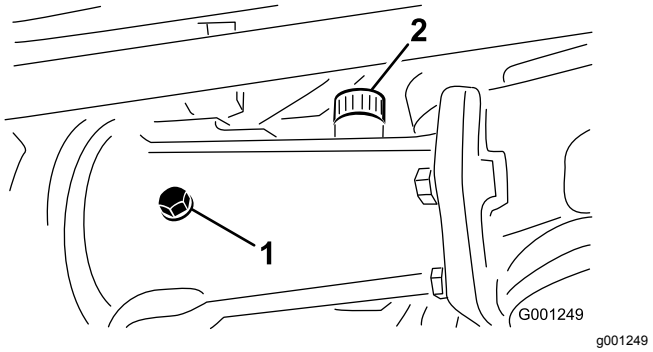
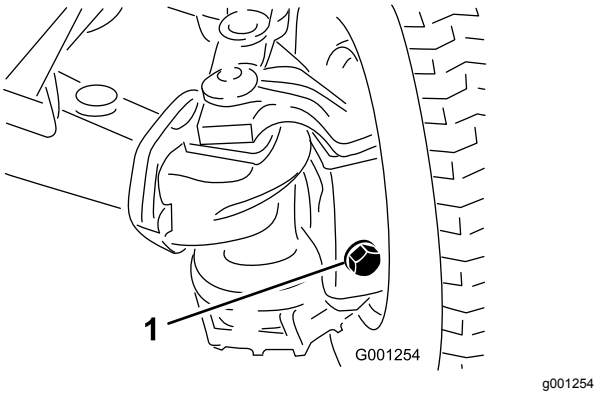

Figur 60
Figur 61
2. Ta bort kontrollpluggen från centrumaxelns hus, axeln och påfyllnings-/kontrollpluggarna vid varje yttre axelhus (Figur 60 och Figur 61).
3. Kontrollera att oljan når upp till gängorna på botten av varje plugghål (Figur 60 och Figur 61).
A. Ta bort påfyllningspluggen (Figur 60) om du fyller på centrumaxel hus.
B. Fyll på med angiven bakaxelolja i axelbehållaren eller -behållarna tills oljenivån når upp till botten av kontrollpluggens hål (Figur 60 och Figur 61).
C. Vid borttagning av pluggen från centrumaxelns hus stryker du PTFE-gängtätning på påfyllningspluggens gängor och monterar tillbaka den i huset (Figur 60).
5. Stryk PTFE-gängtätning på kontrollpluggens gängor från centrumaxelns hus och påfyllnings-/kontrollpluggarna från de två yttre axelhusen (Figur 60).
6. Montera kontrollpluggen i centrumaxelns hus och påfyllnings-/kontrollpluggarna i de två yttre axelhusen (Figur 60 och Figur 61).
8. Stryk PTFE-gängtätning på kontrollpluggens gängor från centrumaxelns hus och påfyllnings-/kontrollpluggarna från de två yttre axelhusen. Se Figur 60 och Figur 61 i Kontrollera oljan i bakaxeln (sida 54).
9. Montera kontrollpluggen i centrumaxelns hus och påfyllnings-/kontrollpluggarna i de två yttre axelhusen. Se Figur 60 och Figur 61 i Kontrollera oljan i bakaxeln (sida 54).